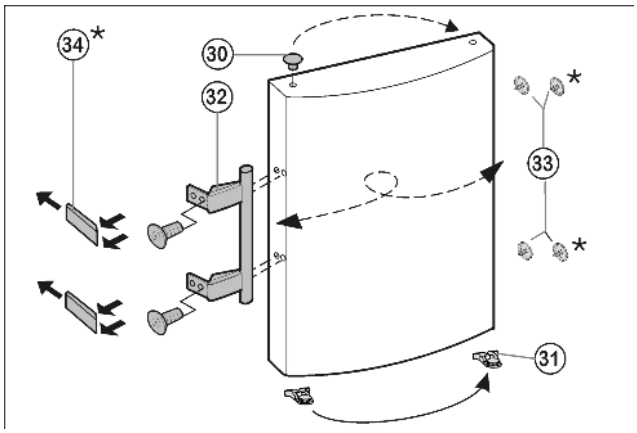

Fig. 8
- ▶ Zátky *Fig. 8 (30)* vyjměte z pouzdra ložisek dvířek a přemístěte je.
- ▶ Madlo dveří *Fig. 8 (32)*, zátky *Fig. 8 (33)* a krycí destičky* *Fig. 8 (34)* odmontujte a přemontujte na protější stranu.